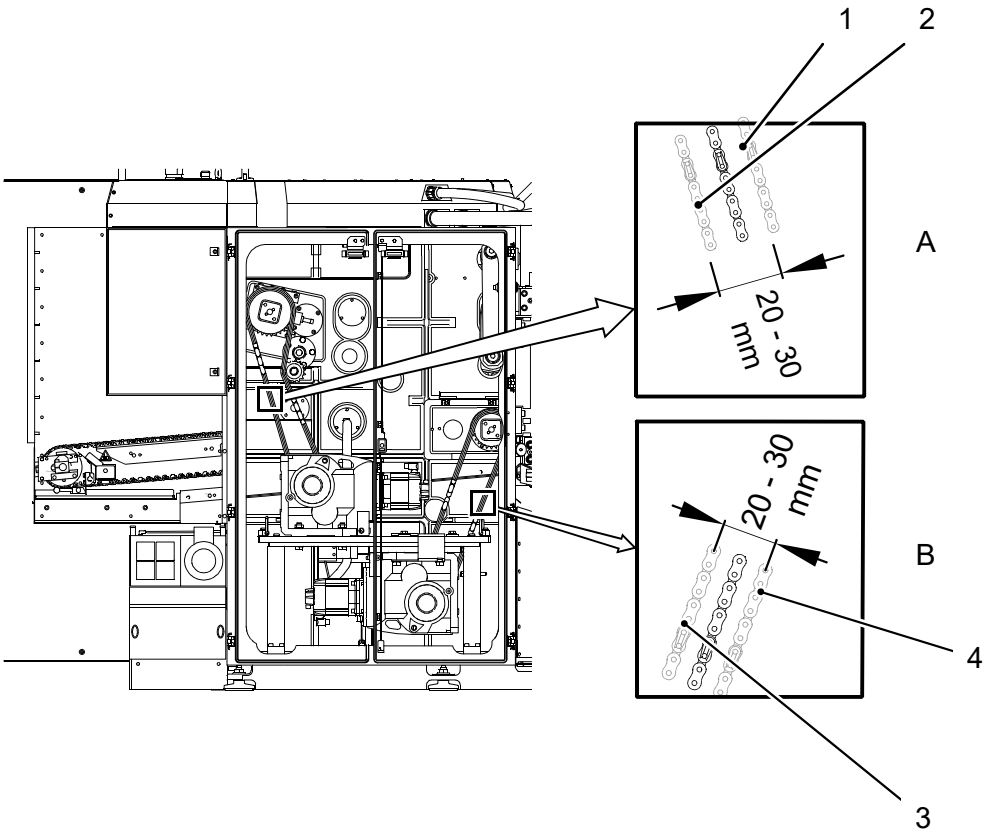

Fig. 2 Roller chains: checking the tension (0592_K100HWR.z.00000.00.cgm)
- Upper roller chain *(Fig. 2-A)*:
- Lower roller chain *(Fig. 2-B)*: